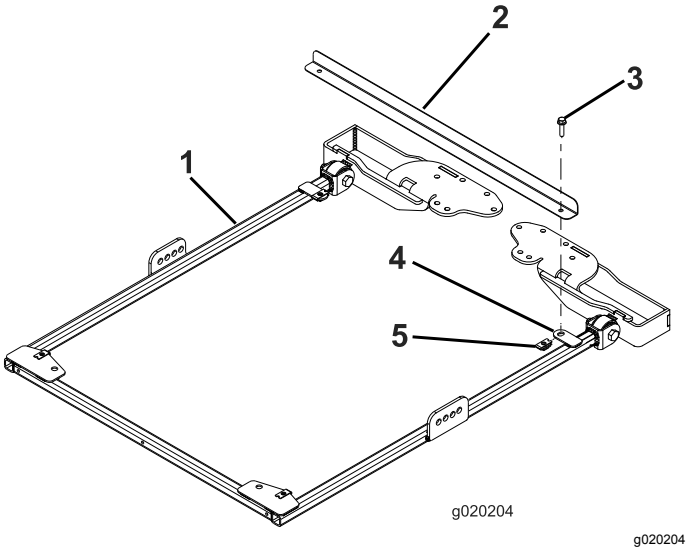

Figura 34
1. Per allineare correttamente il telaio, collegate la barra di allineamento del telaio alle alette di montaggio sul lato posteriore del telaio del parasole con 2 bulloni a testa flangiata (5/16" x 1¼"), come illustrato nella Figura 34.